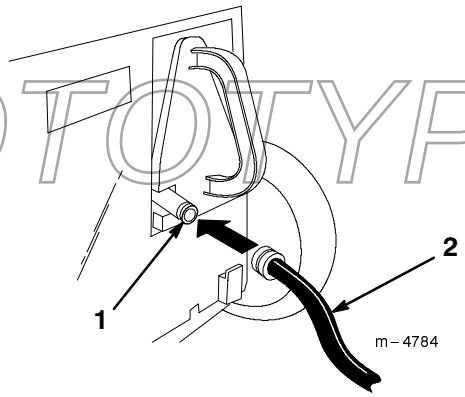

Figure 22
3. Lift the rear door and attach the coupling to the lawn mower washout fitting on the recycling plug (Fig. 22).